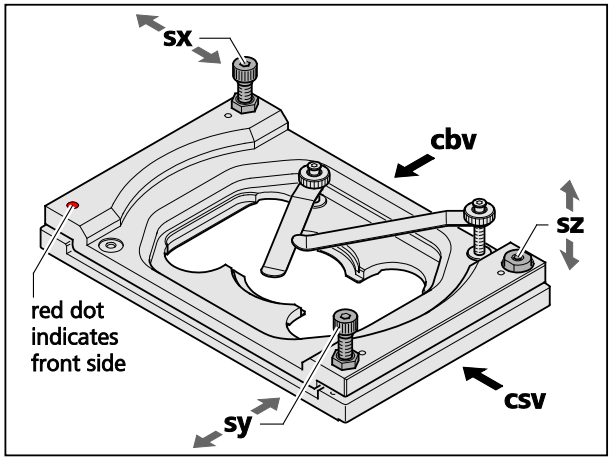
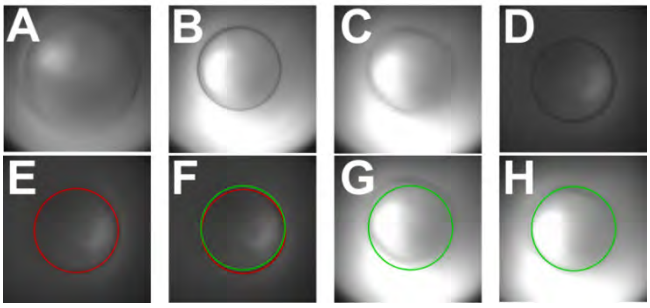

Fig. 7 **Adjustable sample holder – schematic view**
Fig. 8 **Focus control in reflection**
2. Draw fiber plug of X-Cite completely out from the X-Cite casing. Start acquisition. The image will be dark since fiber was pulled out. Put fiber back and slowly move in until you will see a coarsely adjusted image to have sufficiently reduced light levels you can work with (Fig. 8/**A**). (Note: with the fiber all in, the lamp is simply to bright leading to oversaturation of the camera). If the illumination is far from being centric, the sample is already strongly tilted and it is recommended to do a pre-adjustment. To this end adjust the edges of the clefts viewed from the right side (Fig. 7/**csv**) and back side (Fig. 7/**cbv**) to be parallel using screws **sy** and **sx**, respectively (Fig. 7). The cleft's width should be approximately 2 mm as preset by the factory, but can be adjusted with screw **sz** if needed.
3. Now pull (or push) fiber on the ELYRA site until the dark ring, which is already faintly visible in its contours, appears focused (Fig. 8/**B**). Dependent on the sample the focus could look worse, especially when the reflecting planes are wavy or you get reflection from different planes (Fig. 8/**C**).
4. Move in 10x objective and focus the already visible ring with the z-drive of the stand. The ring appears now well focused as long as the sample is not completely unsuitable (Fig. 8/**D**)
5. Mark the Ring with a ROI from the **Graphics** tool (3 point-circles will work best) (Fig. 8/**E**).
7. Draw a new circle with the same diameter in the original image with the new coordinates (Fig. 8/**F**). The old circle is not necessary anymore and can be switched off or deleted (Fig. 8/**G**).
8. Turn nosepiece back to free position. Than level stage by turning the screws of the sample holder (Fig. 7/**sx** & **sy**) until the more or less focused circle of the fiber overlaps with the ROI-circle (Fig. 8/**H**).